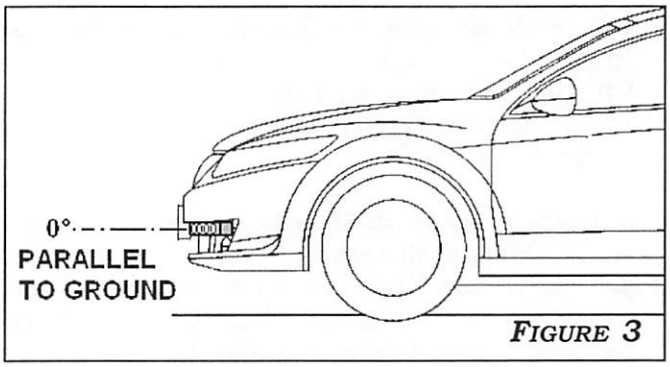

Figure 3
- THE CENTER LINE OF THE LIGHT MUST BE PARALLEL TO THE GROUND. ***FIGURE 3***